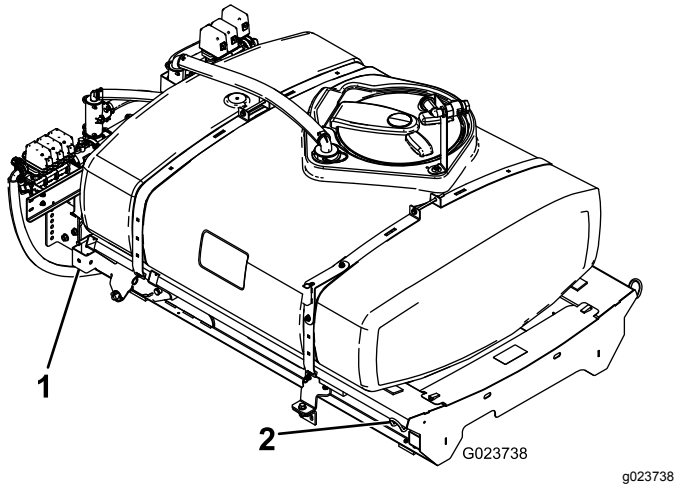

Figur 9
1. Lyft upp tankplattformen (Figur 9) med en travers/lyft och placera den över fordonsramen med pumpen och ventilen vända bakåt.